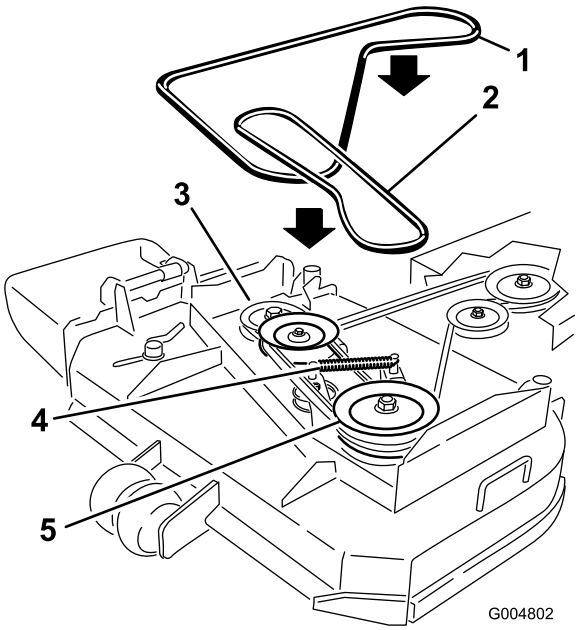

Figur 44
6. Koppla bort mellandrevsarmens fjäder för att lätta på spänningen hos mellandrevsarmen och mellanremskivan, ta sedan bort den slitna klipparremmen (Figur 44).
7. Montera den nya klipparremmen runt de två utvändiga spindelskivorna, mellanremskivan, och i den dubbla spindelskivans nedre skåra (Figur 44).
8. Anslut mellandrevsarmens fjäder (Figur 44).
10. Justera remledaren 3 mm från remmen (Figur 44).